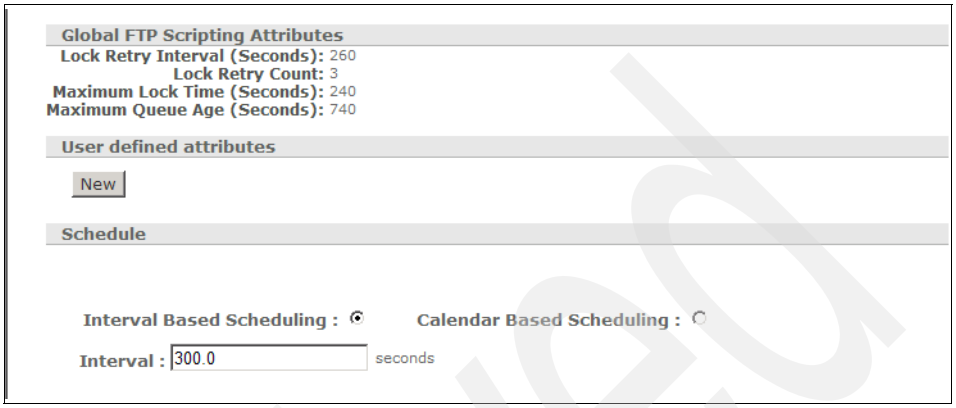

Figure 12-52 Altering the schedule of the FTP Scripting target
j. Under Schedule, change the Interval: from 60.0 to 300.0 seconds (shown in Figure 12-52) This tells WebSphere Partner Gateway to contact the Company F server every five minutes instead of every minute.